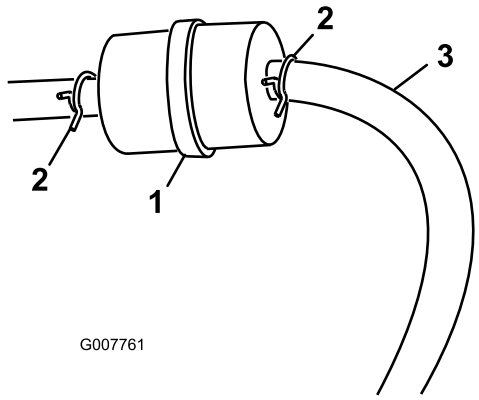

**Figur 27**
3. Klem slangeklemmernes ender sammen, og skub dem væk fra filteret (Figur 27).
5. Monter et nyt filter, og flyt slangeklemmerne hen til filteret (Figur 27).
3. Løsn slangeklemmen ved brændstoffilteret, og før den op ad brændstofrøret væk fra brændstoffilteret (Figur 27).
4. Træk brændstofrøret af brændstoffilteret (Figur 27).
**Bemærk:** Lad benzinen løbe ud i en benzindunk eller et aftapningskar (Figur 27).
5. Monter brændstofrøret på brændstoffilteret. Før slangeklemmen hen til brændstofventilen for at fastgøre brændstofrøret (Figur 27).